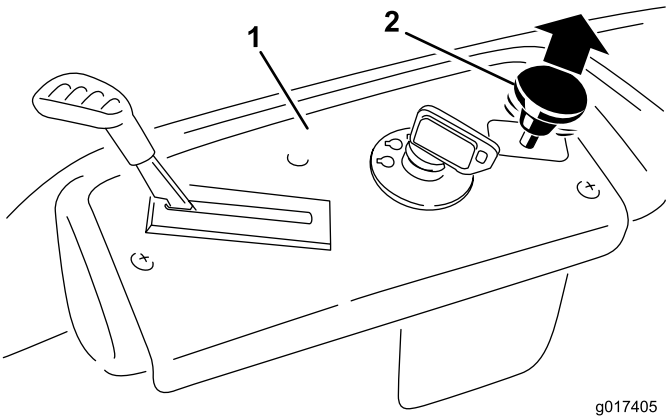

Figur 14
3. Dra upp knivreglaget och för det till det påslagna läget och koppla därefter in knivarna (Figur 14).